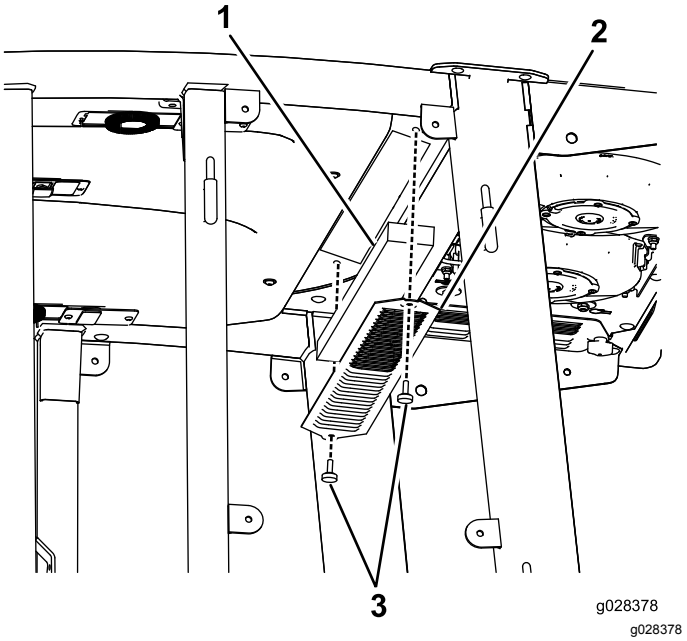
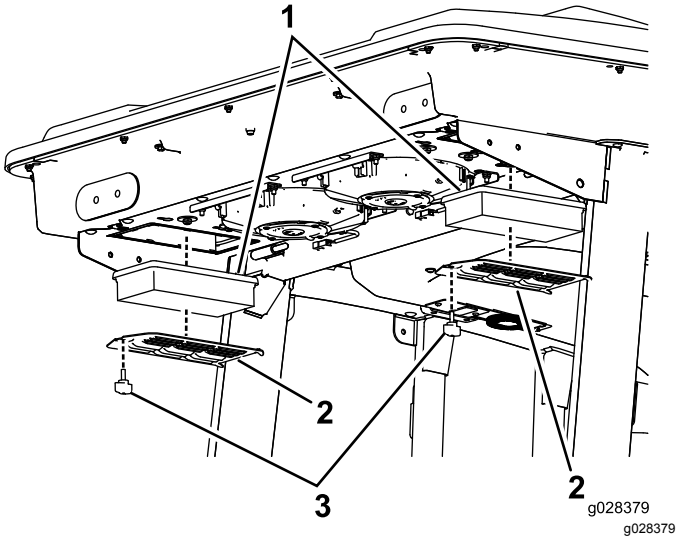
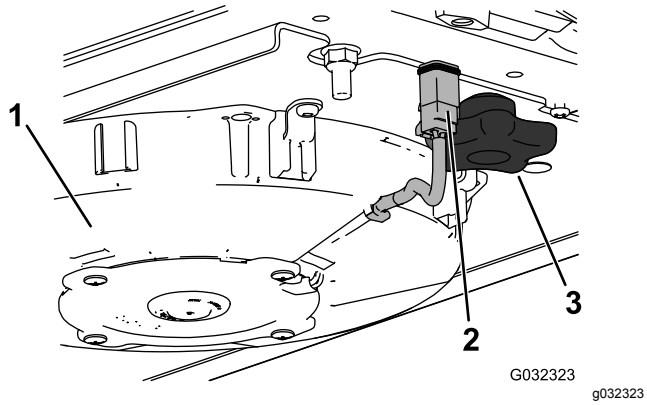
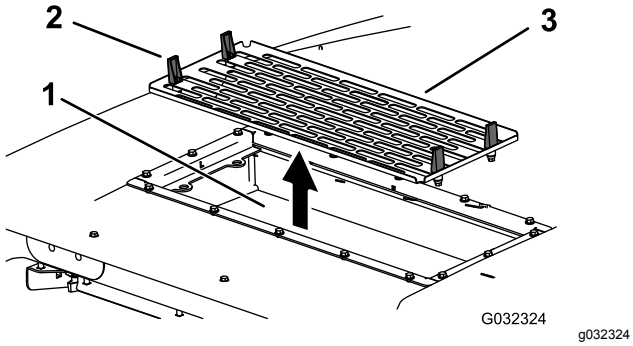

Figuur 113
Figuur 114
Figuur 115
Figuur 116
1. Verwijder de schroeven en de roosters van boven de luchtfilters in en achter de cabine (Figuur 113 en Figuur 114).
5. Verwijder de luchtfilters (zie Figuur 114).
7. Plaats de luchtfilters, het scherm en de ventilator (Figuur 114, Figuur 115 en Figuur 116).
8. Koppel de draden van de ventilators af (Figuur 115).